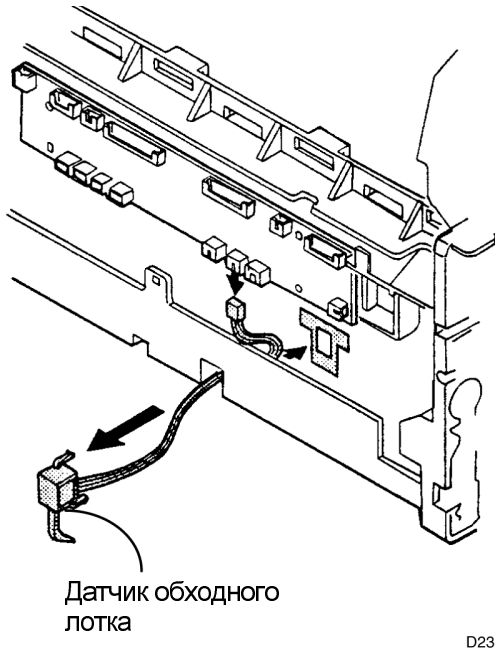

Рисунок 1. Снятие датчика обходного лотка
2. (Рисунок 1): Отсоедините разъем и снимите датчик обходного лотка.